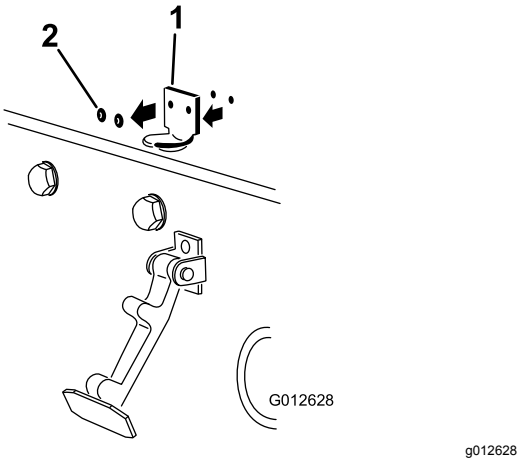

Figuur 3
2. Verwijder de 2 popnagels waarmee de beugel van de motorkapvergrendeling aan de motorkap is bevestigd (Figuur 3). Verwijder de beugel van de motorkapvergrendeling van de motorkap.